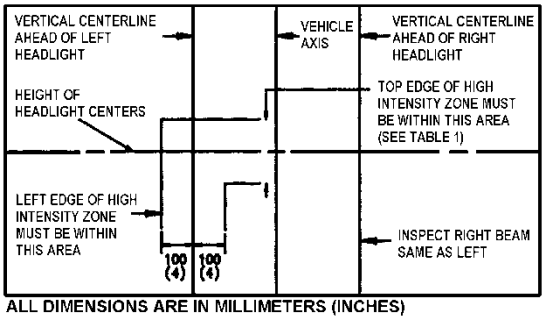

FIGURE 106: AIM INSPECTION LIMITS FOR LOWER-BEAM HEADLAMPS
6. The inspection limits for high-beam headlamps shall be with the center of the high-intensity zone from 10 cm (4 in) up to 10 cm (4 in) down; and, from 10 cm (4 in) left to 10 cm (4 in) right on a screen at 7.6 m (25 ft) (Figure 106).